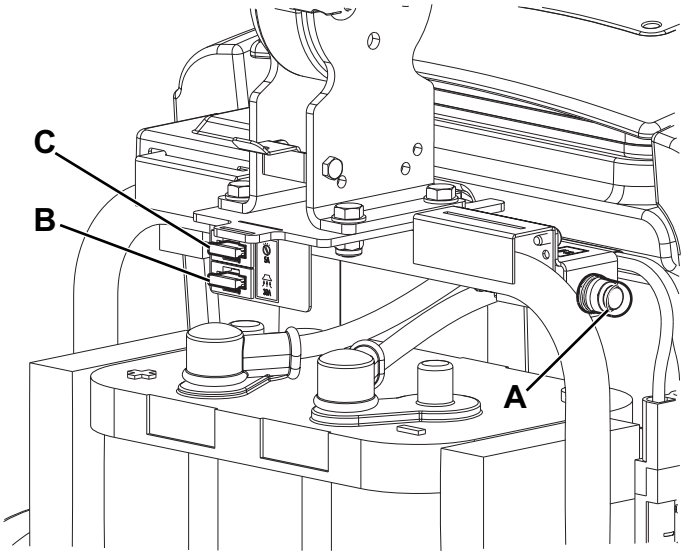

Abbildung 8
2. Sicherstellen, dass sich der Wählknopf (31) in der Position „0“ befindet, den Steckverbinder der Batterie (7) trennen.
3. Abdeckung (4) öffnen und überprüfen, ob folgende Sicherungen (Abb. 8) möglicherweise ausgeschaltet oder defekt sind:
- (A): Selbstrückstellende Sicherung F1 (35 A), Bürstenmotor.
- (B): Messersicherung F2 (30 A), Ansaugmotor.
- (C): Messersicherung F3 (5 A), Hilfsbetriebe.